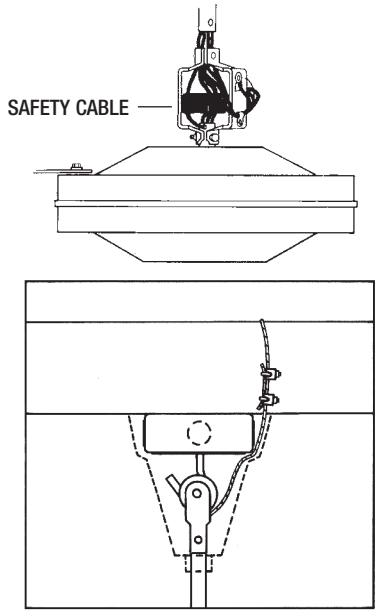

Figure 3
9. This fan is equipped with the required "secondary support" cable. This cable must be affixed to the beam structures and securely clamped in such a manner to support the weight of the fan in the event the mounting hook or other parts fail. After wrapping cable around a structural member that will support 300 lbs., secure cable with supplied cable clamps as illustrated in Figure 3. (Note: Any additional materials needed for specific installations may be purchased from your local distributor.)
IMPORTANT CAUTION: The safety cable must not be placed between the rubber roller and hook but as illustrated in Figure 3.
10. When hanging fan on factory supplied “J” hook, make sure cable at top of rod is positioned behind “J” hook as illustrated in Figure 3.